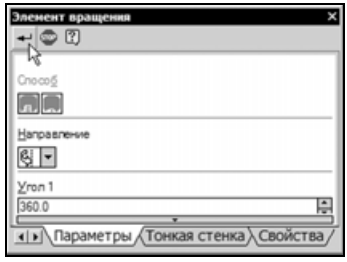

Рис. 6.77
- Так как контур замкнут, нужный вариант построения тела вращения **Сфероид** установлен автоматически и не может быть изменен. Нажмите кнопку **Создать объект** (рис. 6.77).